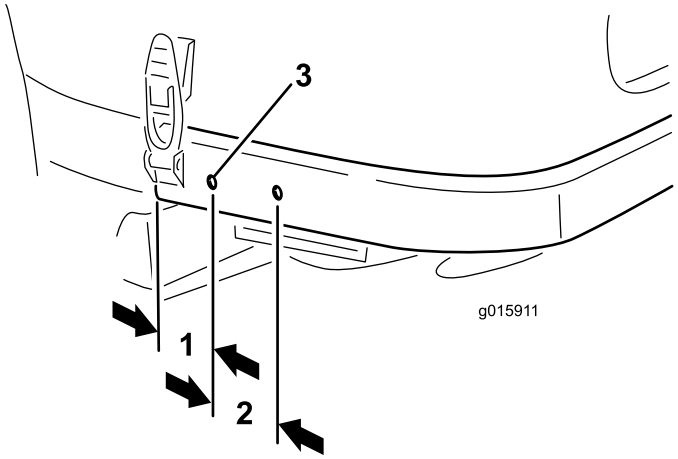

Figura 9
2. Usando las dimensiones indicadas en Figura 9, localice, marque y perfore dos taladros de 9 mm (0,35 pulgada) en cada lado del bastidor trasero. Centre los taladros verticalmente en el bastidor.